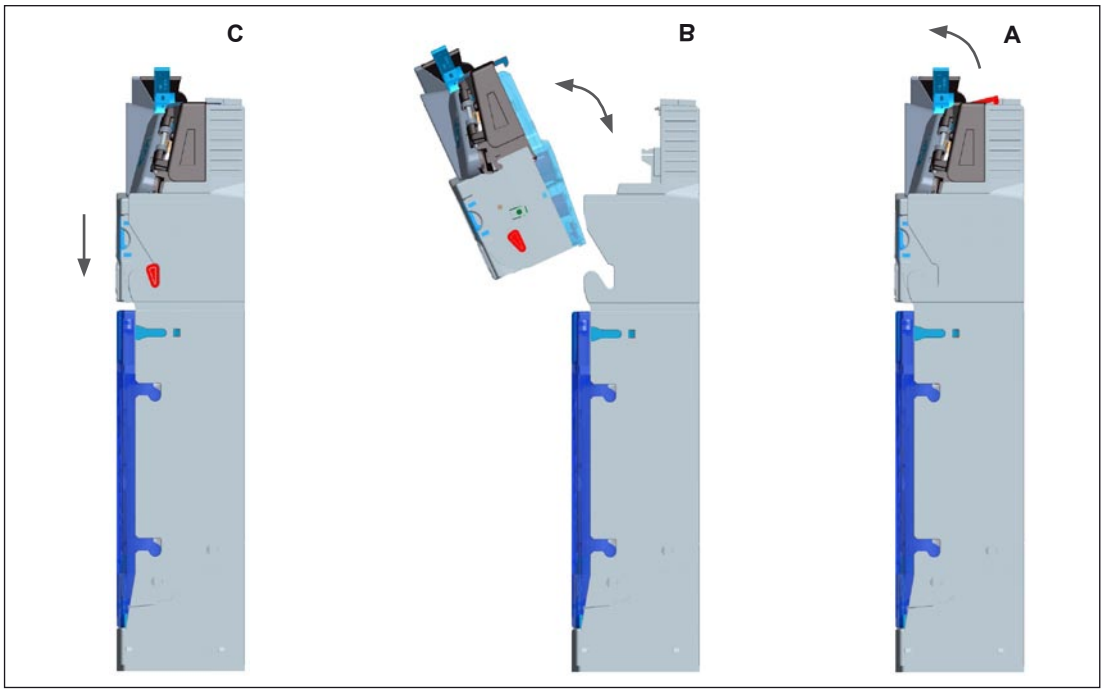

Fig. 2: Removing and reinstalling coin validator
2. Unlatch coin validator and remove it from the changer (see Fig. 2, A & B).
4 Reinsert coin validator until it clicks in position (see Fig. 2, B & C).